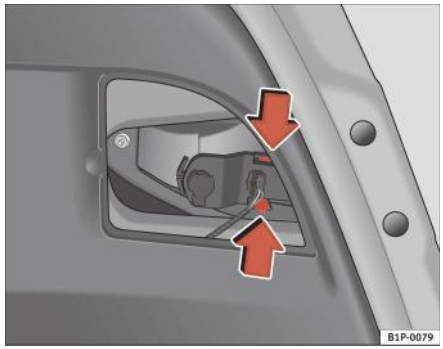

Fig. 172 Demontarea soclului lămpii
– Scoateți soclul lămpii apăsând tijele de fixare şi trăgându-l în exterior ⇒ pagina 264, fig. 172.